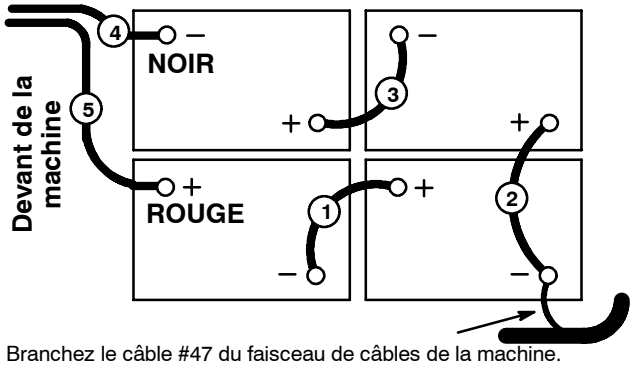

FIG. 2
3. Placez avec précaution les batteries dans le support du compartiment de batteries et disposez les cosses des batteries comme illustré (Figure 2).
5. Branchez les câbles sur les cosses des batteries dans l'ordre numérique indiqué (Figure 2), ROUGE SUR PLUS (+) et NOIR SUR MOINS (–). Utilisez les couvercles de cosses de batteries et les manchons de caoutchouc fournis.